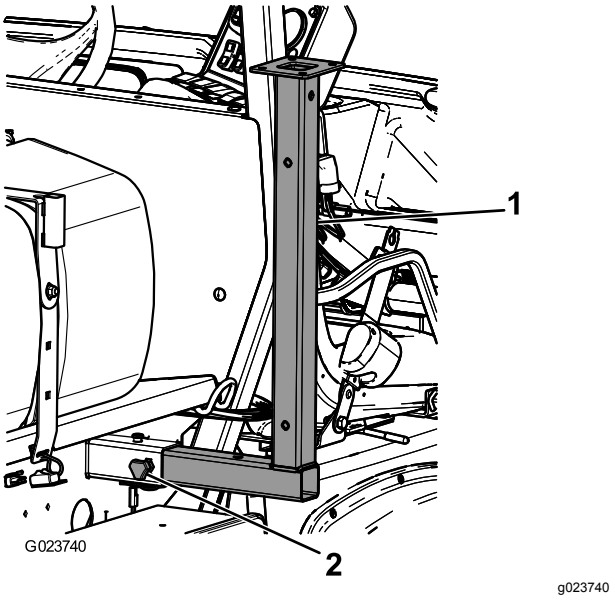

**Figur 40**
1. Sett de fremre jekkstøttene inn i rammen opp-ned ved de fremre festepunktene (Figur 40).